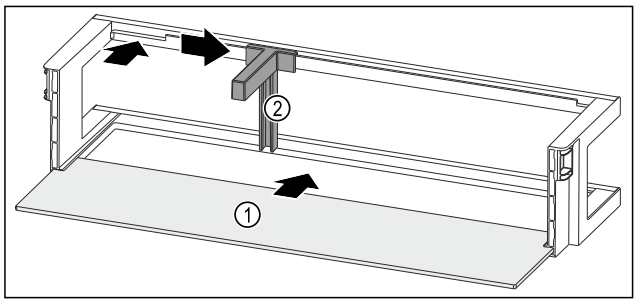

Fig. 152 Ajtópolc tárolólappal
- ▶ Tolja be a tárolólapot *Fig. 152 (1)* az oldalsó bemarásokba.
- ▶ Helyezze be a palacktartót *Fig. 152 (2)* a mélyedésbe.
- ▶ Tolja oldalra a kívánt pozícióba a palacktartót *Fig. 152 (2)*.